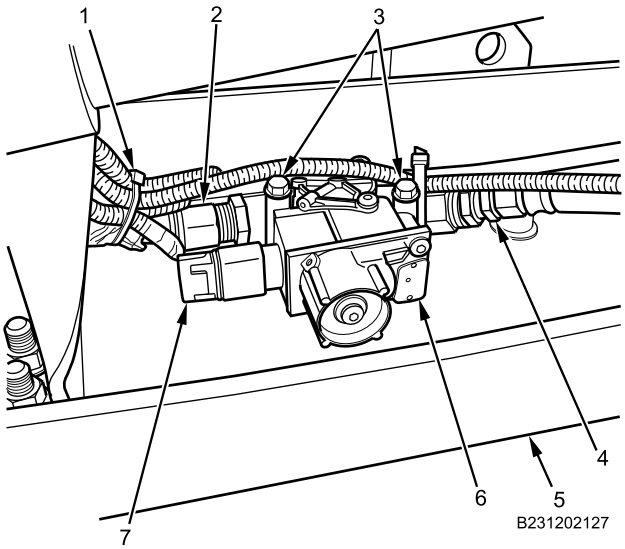

Figure 2. ABS Modulator Valve.
1. Apply dielectric grease in electrical connector (Figure 2, Item 7) and connect onto ABS modulator valve (Figure 2, Item 6).
2. Install ABS modulator valve (Figure 2, Item 6) on frame rail (Figure 2, Item 5) with two bolts (Figure 2, Item 3). Tighten and secure.
4. Install front air line (Figure 2, Item 2) onto ABS modulator valve (Figure 2, Item 6). Tighten and secure.
5. Install rear air line (Figure 2, Item 4) onto ABS modulator valve (Figure 2, Item 6). Tighten and secure.
6. Install new cable lock straps (Figure 2, Item 1) as necessary.